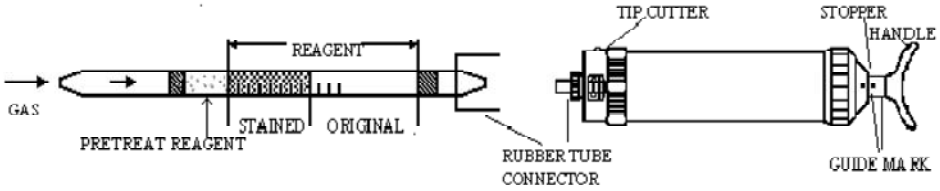

Fig.1
② Insert the detector tube into aspirating pump securely as shown in Fig.1. (Arrow mark shall point to the pump.)
③ Align the guide marks on the shaft and stopper of the aspirating pump.
④ Pull the pump handle at full stroke until it locks and wait for 1 minute or until the completion of sampling is confirmed with the flow indicator of the pump (See descriptions about the flow indicator in the instructions of the pump).